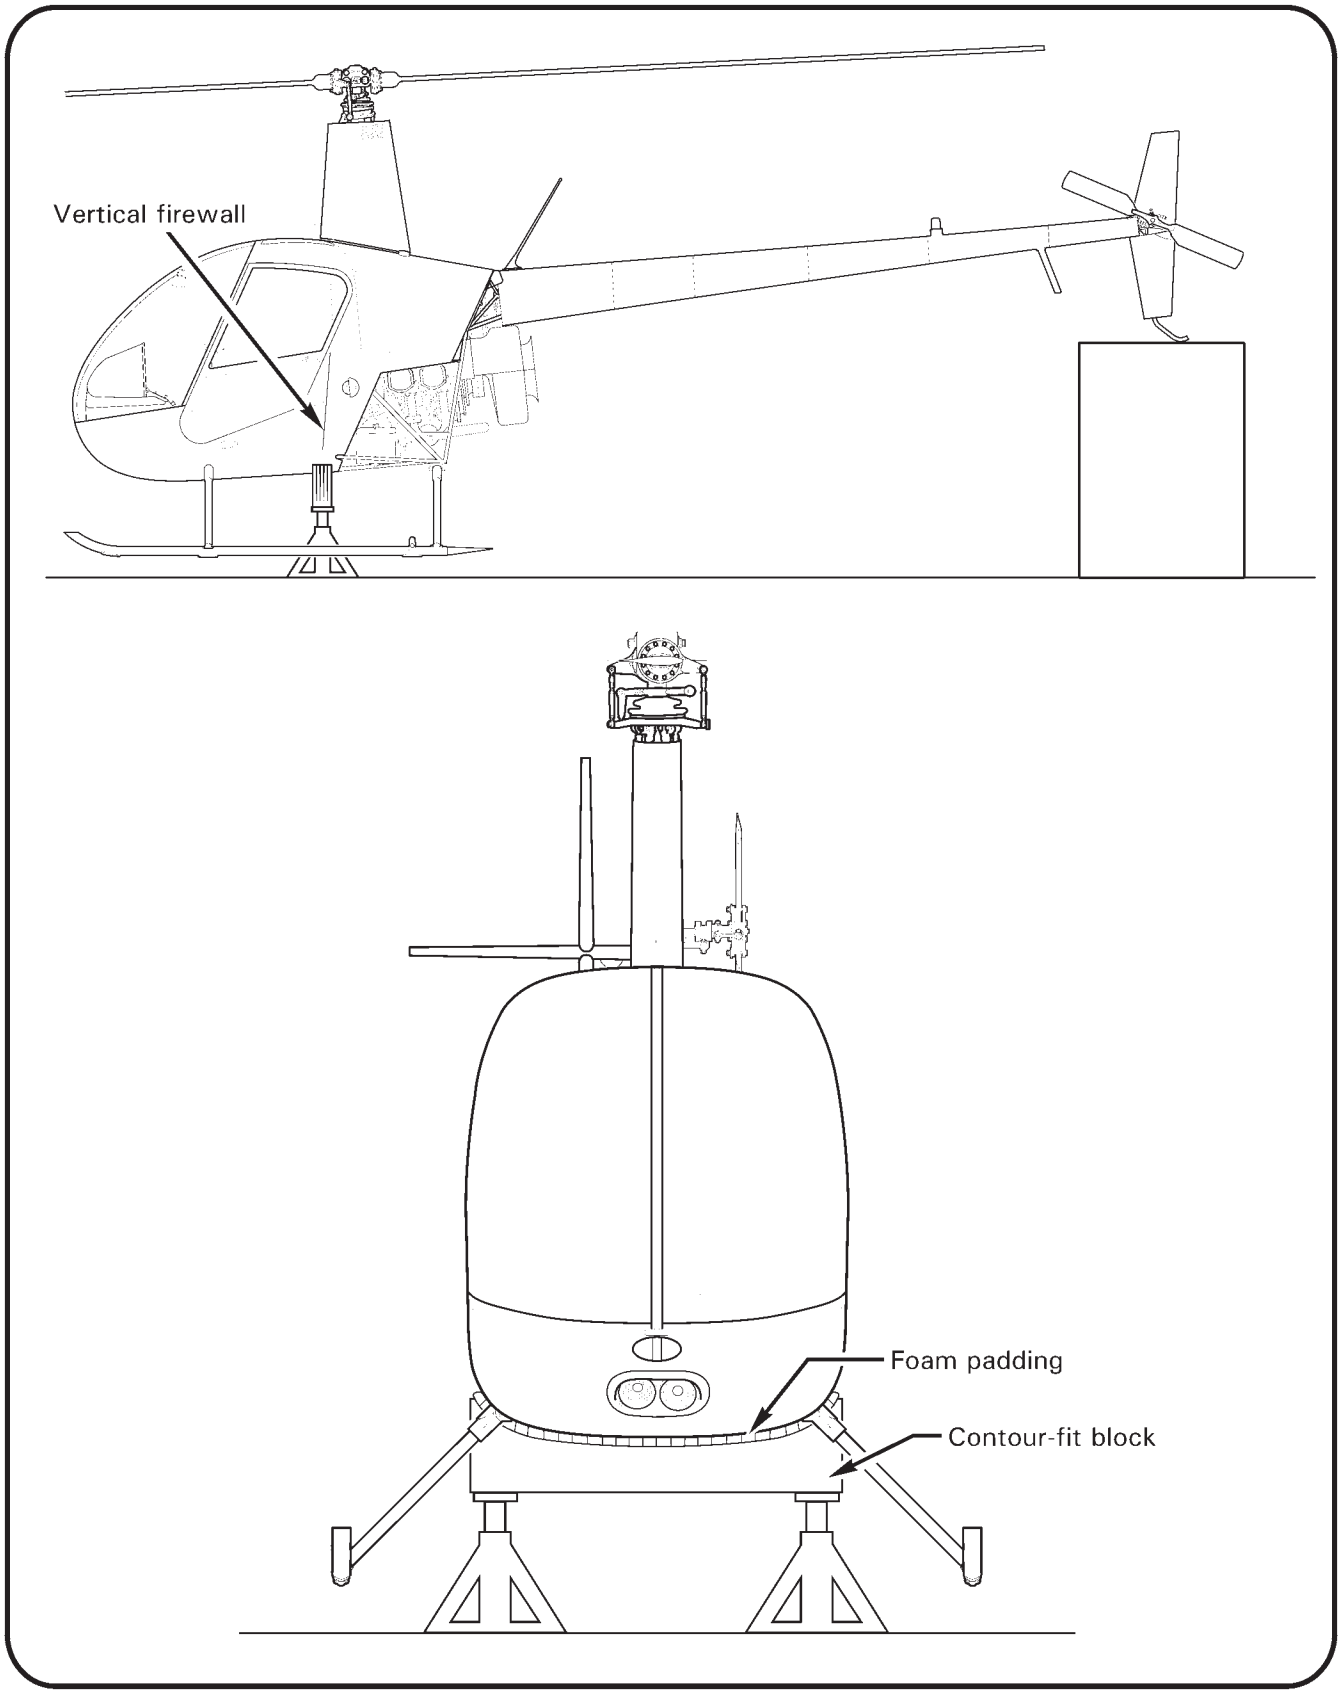

FIGURE 5-1 JACKING
a. Place a foam-covered contour block under the vertical firewall (see Figure 5-1). Install skid stand under tail. Using a jack under each end of contour block, raise helicopter until skids clear ground by approximately 4 inches.